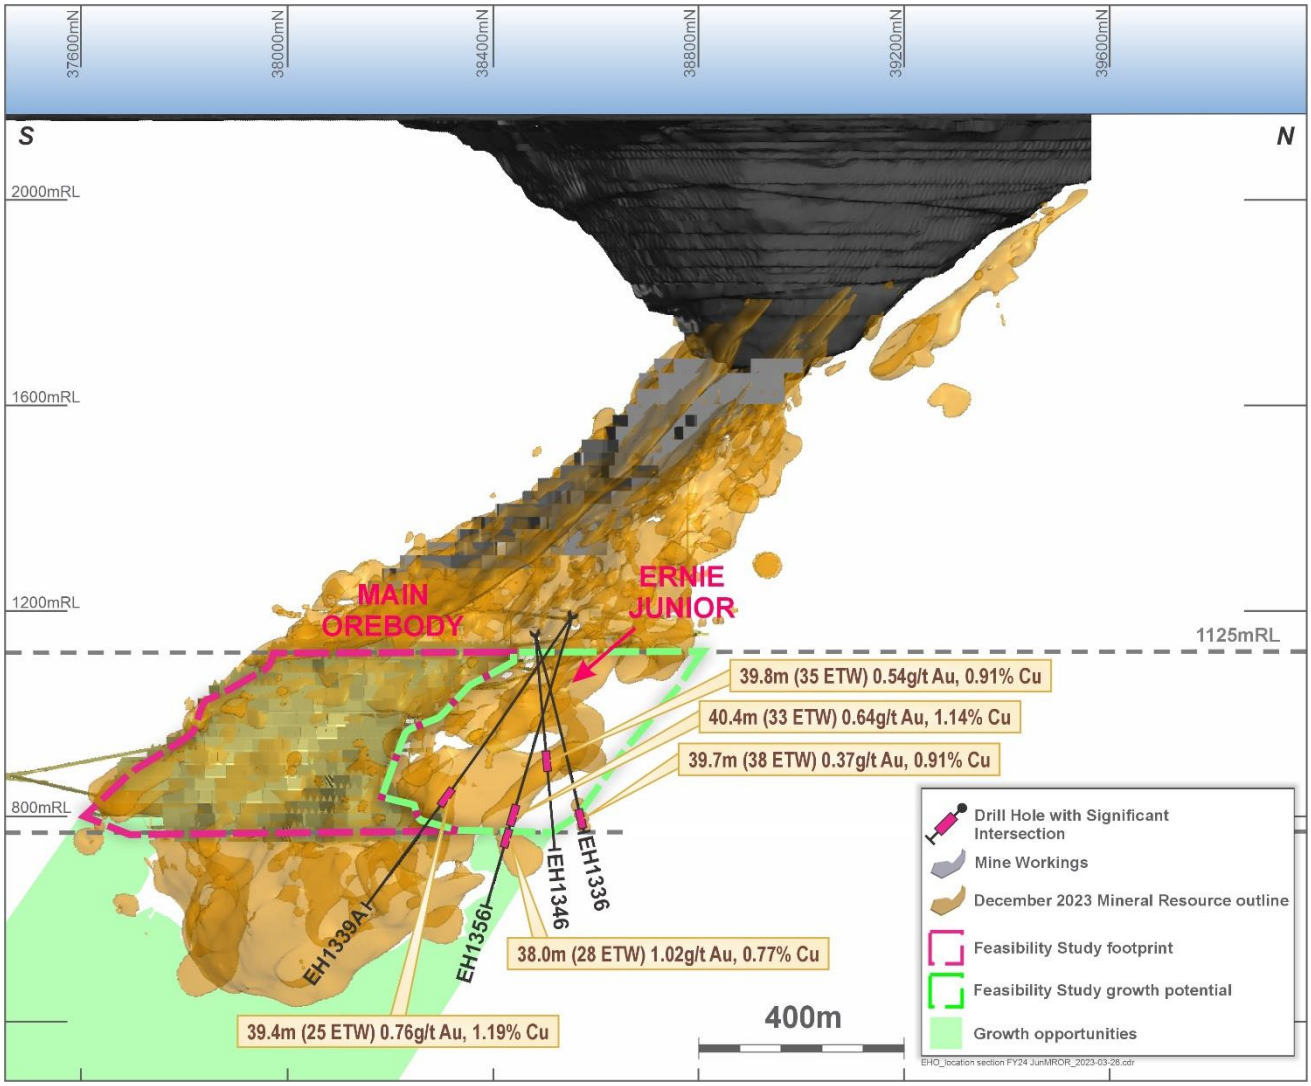

Figure 1: North-South section looking west of the Ernest Henry mineralisation.
Assay results have been returned from recent underground diamond drilling at Ernie Junior. Mineralised intercepts of note include **39.4m (25.0m etw) grading 0.76g/t gold and 1.19% copper** from EH1339A and **38.0m (28m etw) at 1.02g/t gold and 0.77% copper** from EH1356. Encouragingly, these drill results confirm continuity of mineralisation outside of the current Feasibility Study (FS) footprint 300m to the north and at depth towards the 800mRL (Figure 1).